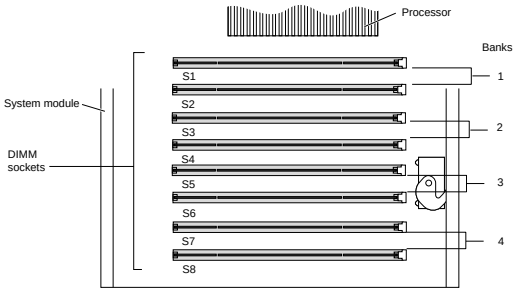

Figure 5-110 DIMM Socket and Bank Identifications
b.) Verify that both sockets in a bank are populated. **DIMM**s must be installed in pairs. See Figure 5-110.